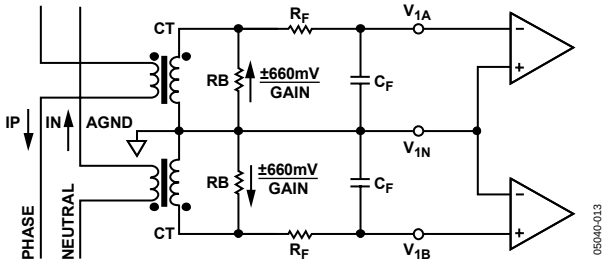

Figure 15. Typical Connection for Channel 1
Figure 15 shows a typical connection diagram for Channel V1. The analog inputs are used to monitor both the phase and neutral currents. Because of the large potential difference between the phase and neutral, two current transformers (CTs) must be used to provide the isolation. Note that both CTs are referenced to analog ground (AGND); therefore, the common-mode voltage is 0 V. The CT turns ratio and burden resistor (RB) are selected to give a peak differential voltage of ±660 mV/gain.